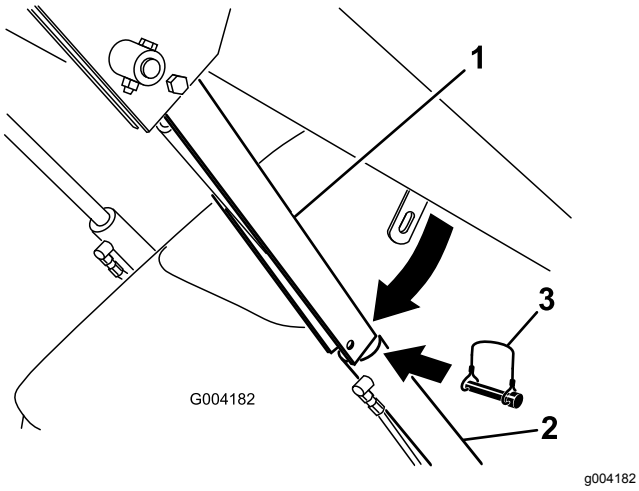

Figur 22
4. Ta bort hjulsprinten som håller fast cylinderlåset på lastarmen (Figur 22).
5. Sänk ner cylinderlåset över cylinderstaven och säkra den med hjulsprinten (Figur 22).